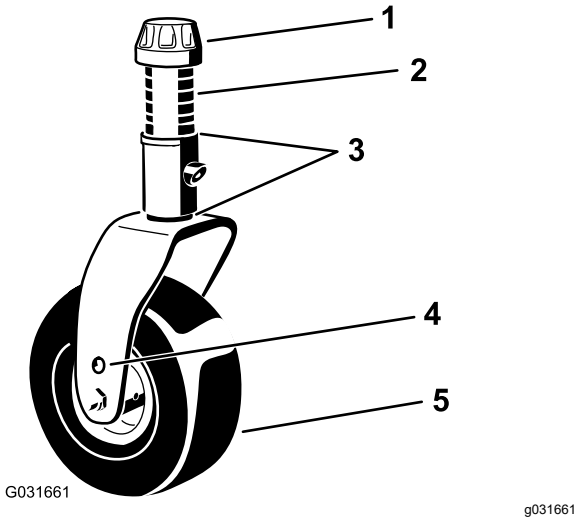

**Figuur 23**
4. Gebruik de meegeleverde sleutel voor de zwenkwielkap om het klemkapje te verwijderen van de spilas van het zwenkwiel en schuif de zwenkwielas uit de zwenkwielarm (Figuur 23).